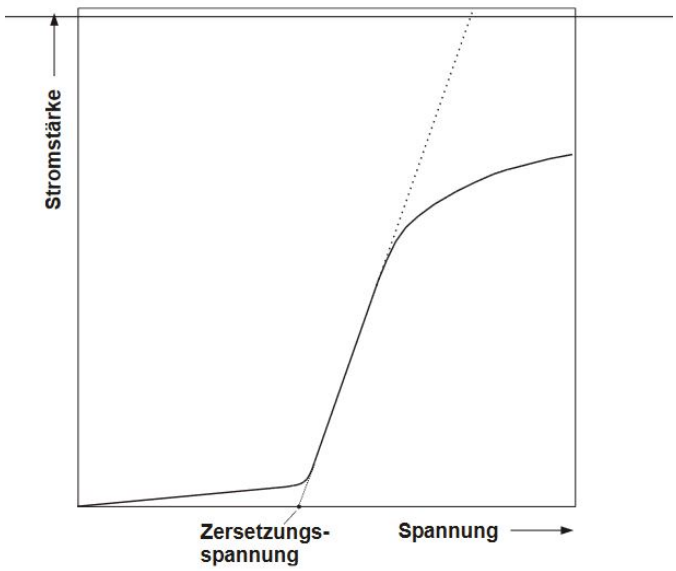

**Abb. 3:** *Strom-Spannungs-Kennlinie eines Elektrolyseurs*
**Elektrolyseur** Abbildung 3 zeigt die theoretische Kennlinie eines Elektrolyseurs. Nach Erreichen der Zersetzungsspannung steigt die Stromstärke und damit auch die Wasserstoffabscheidung mit zunehmender Spannung linear an. Wird die Spannung weiter erhöht, kommt es zu einer Sättigung des Stroms, da sich die Moleküle an den Elektroden gegenseitig behindern.